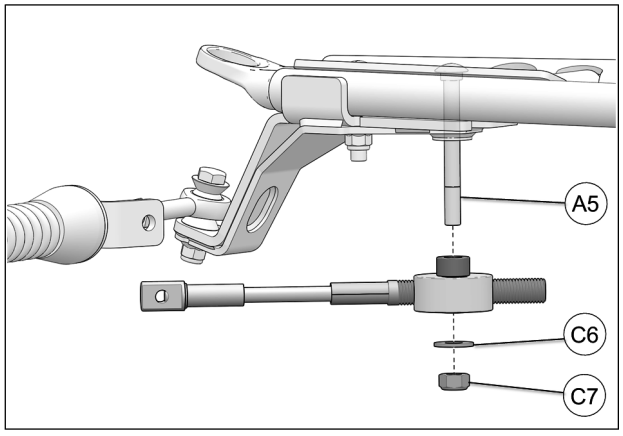

Fig. 21
12. Positionner le disque en aluminium du limiteur de conduite sous l'ancrage et installer au boulon (**A5**) déjà inséré. Utiliser la rondelle (**C6**) et l'écrou (**C7**) pour fixer le limiteur de conduite en place. Serrer l'écrou à un couple de 50 N•m [37 lb•pi]. Fig. 21